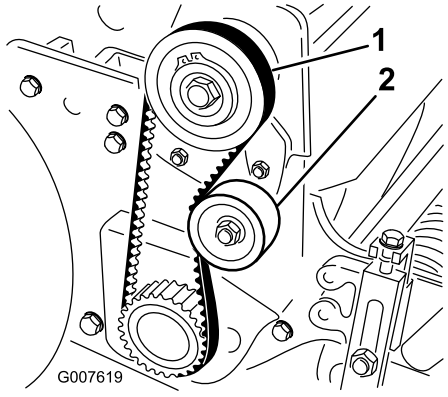

Figur 39
2. Kontroller hvor stram remmen er ved å presse på mellomspennet (Figur 39) med en kraft på 18–22 N. Remmen skal gi etter 6 mm.
A. Løsne monteringsmutteren på lederullen, og vri lederullen med klokken mot baksiden av remmen helt til du oppnår ønsket spenning (Figur 39).